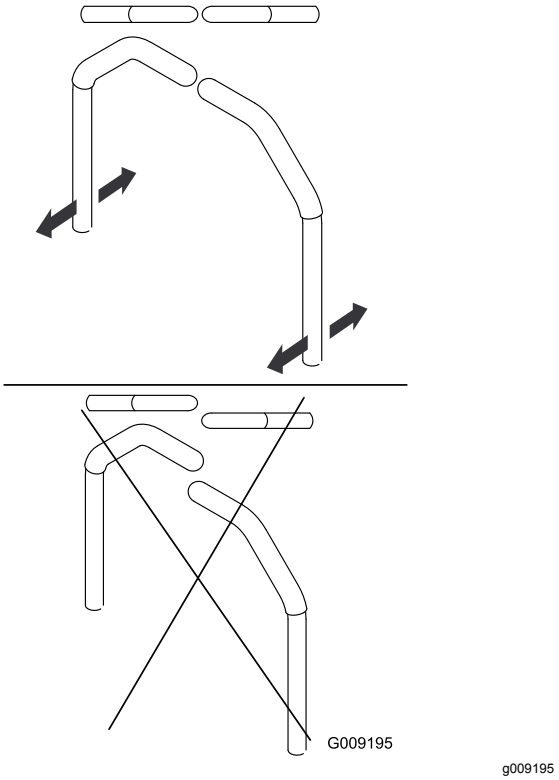

Figur 60
3. Rikta in handtagens främre-bakre läge genom att föra ihop dem till neutralläget och justera dem tills de är i linje (Figur 60).